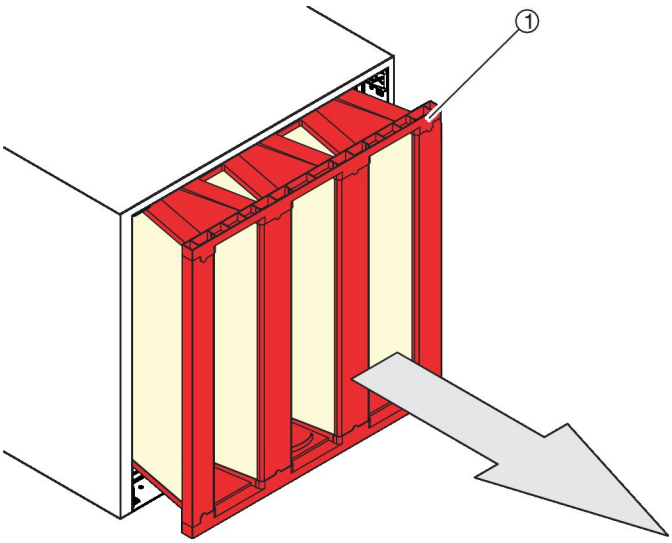

Fig. 21: Removing the filter element
5. ▸ Pull out the filter element (Fig. 21/1).